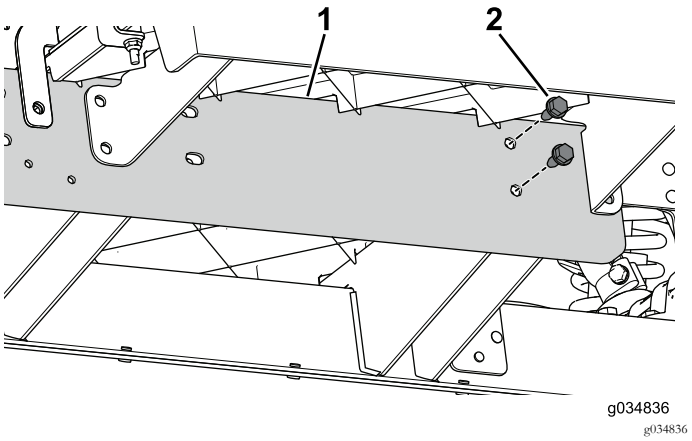

Figur 23
3. Brug de to bolte (5/16 x 3/4 tomme) til løst at montere forlængerskinnen på midterkanalen på den forreste del af maskinen (Figur 23).